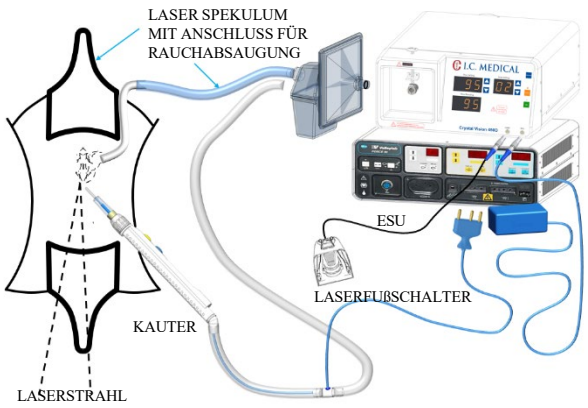

Abbildung 21: Einrichtung für eine gynäkologische Operation mit einem ESU- oder CO_2-Laser, geführt mit einem Kolposkops oder Mikromanipulator
3. Siehe Abbildung 21 für die Einrichtung.